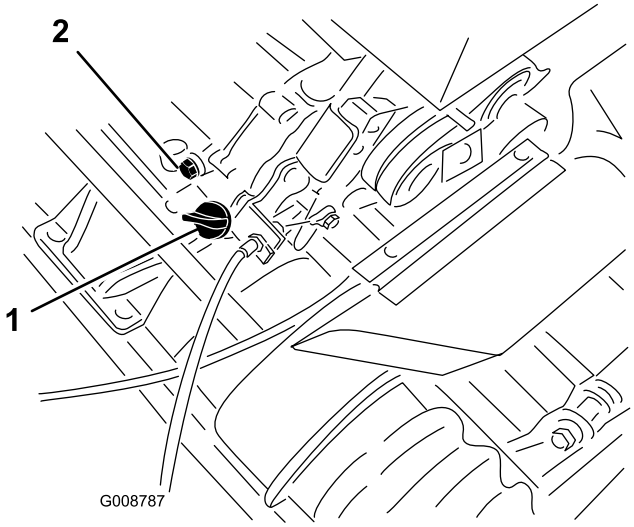

Figur 22
1. Placera maskinen så att motorn står jämnt och rengör området runt oljestickan (Figur 22).
2. Ställ en avtappningsskål under avtappningspluggen baktill på maskinen (Figur 22).